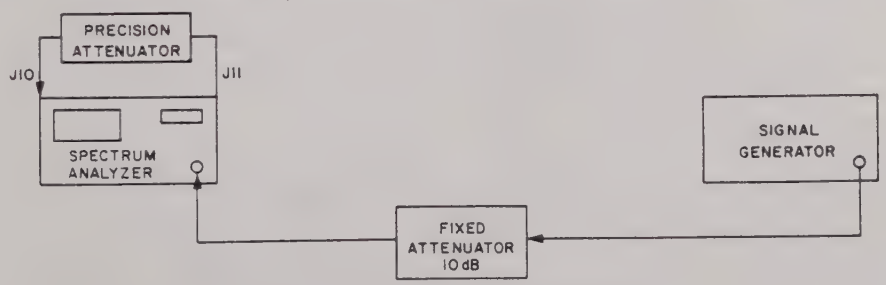

Figure 4-1. RF Attenuator Test Set-Up
1. Connect the test set-up as shown in Figure 4-1. The precision attenuator is placed between the 21.4 MHz IN and OUT connectors, J10 and J11 respectively on the rear panel. Add a fixed 10 dB attenuator between the signal generator and RF input of spectrum analyzer to minimize mismatch uncertainties and initially set the precision attenuator to 60 dB.